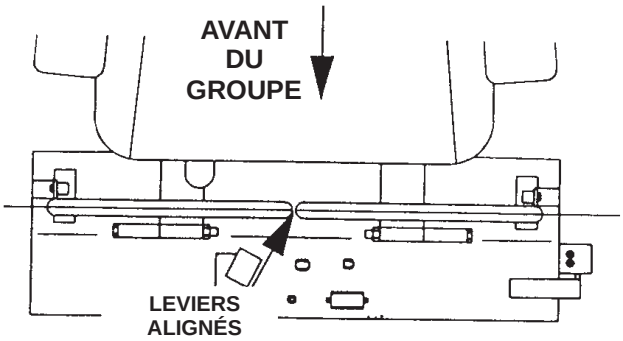

Figure 5
5. Si les extrémités des leviers se touchent en position de conduite (Fig. 5) (leviers pivotés aussi loin que possible), modifiez le réglage en déplaçant les leviers vers l'extérieur jusqu'à la position de verrouillage du point mort, et pliez-les délicatement vers l'extérieur. Ramenez-les à la position de marche et vérifiez le jeu. Répétez la procédure au besoin.